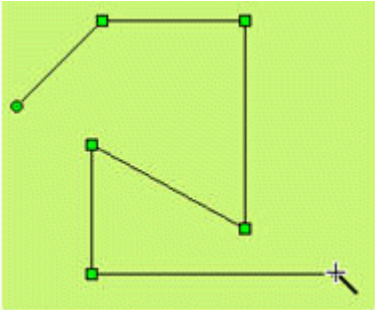

Рисунок 4-25 Рисование ломаной линии
- Переместите курсор в другое место на экране и система автоматически будет рисовать линию. Переместите курсор мыши в место, где вы хотите изменить направление линии и щелкните один раз левой кнопкой, после чего появится маленький зеленый прямоугольник. Теперь, линия, от первой точки и до этого зеленого прямоугольника двигаться вместе с мышью не будет. Затем, переместите мышь в другую позицию, где вы хотите изменить направление и снова щелкните левой кнопкой. Когда нужная ломаная линия будет нарисована, завершите рисование правым щелчком мыши. Смотрите рисунок 4-25